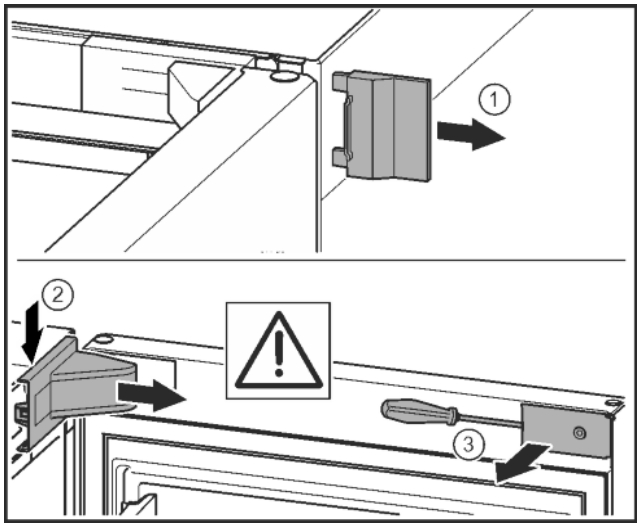

*Fig. 11**
- ▶ Снять внешнюю крышку.* *Fig. 11 (1)*
- ▶ При помощи отвертки освободить крышку опорного кронштейна и отсоединить. Снять крышку опорного кронштейна.* *Fig. 11 (2)*
- ▶ Шлицевой отверткой вывести накладку из зацепления и отвести в сторону.* *Fig. 11 (3)*